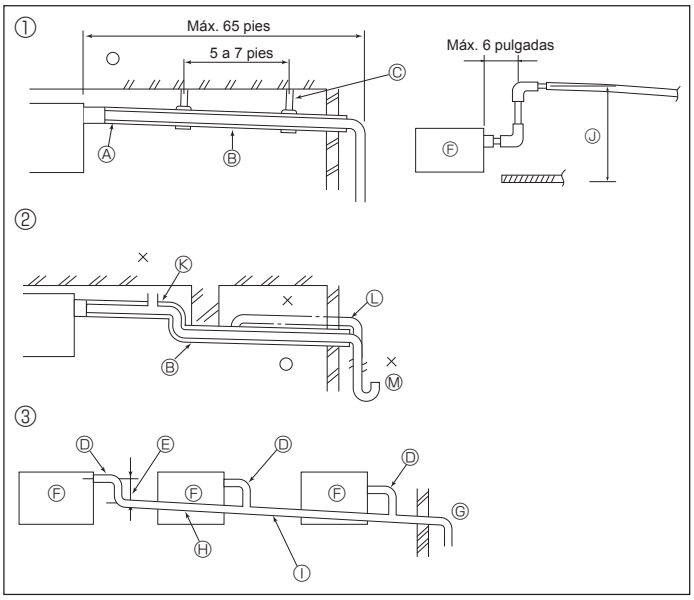

Fig. 5-1
5.1. Tubería de drenaje (Fig. 5-1)
① Tubería correcta
② Tubería incorrecta
③ Agrupación de tuberías